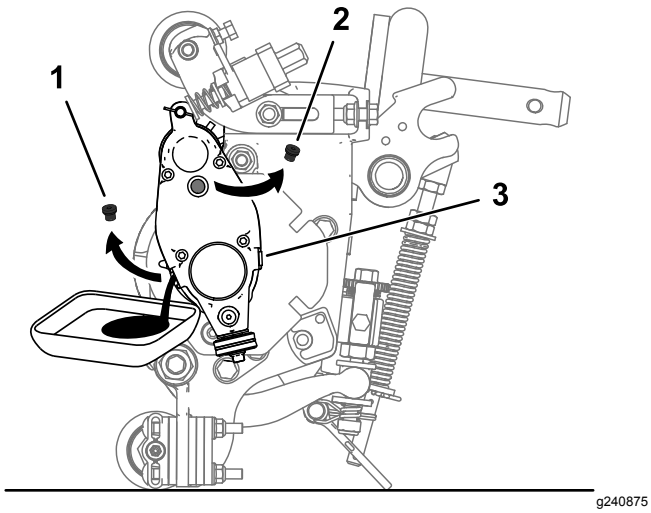

Rysunek 25
5. Aby spuścić olej do końca, przechyl jednostkę tnącą do tyłu na stopkę, aż otwór spustowy znajdzie się w najniższym miejscu (Rysunek 25).